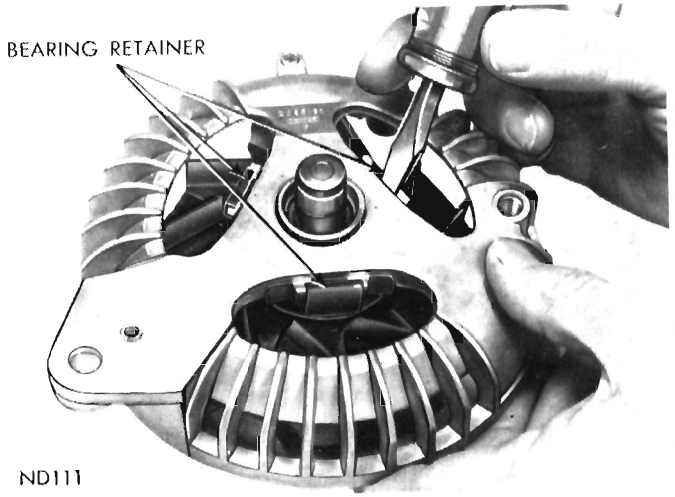

Fig. 24—Disengaging Bearing Retainer from End Shield
(7) Pry drive end bearing spring retainer from end shield with a screwdriver (Fig. 24).